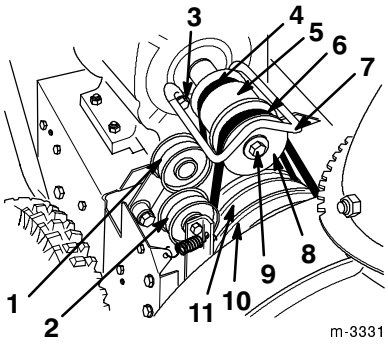

Figur 27
Byt drivremmen till hjuldrivningen (figur 27) om den blivit sliten, oljeindränkt eller fått andra skador. Du kan köpa en ny rem hos din auktoriserade Toro-återförsäljare.
5. Skruva bort de två skruvarna, de två brickorna och de två låsbrickorna som fäster remstyrningen (figur 27)
6. Skruva bort skruven, låsbrickan och brickan på motorns vevaxel (figur 27).
7. Dela och ta bort motorremskivan (figur 27).
9. Ta bort motorremskivan (figur 27).
10. Ta bort drivremmen till hjuldrivningen från drivremskivan och motorns vevaxel (figur 27).
11. Dra mellanremskivan för hjuldrivningen utåt och montera den nya drivremmen för hjuldrivningen (figur 27).
13. Dra mellanremskivan utåt och dra remmen till matarskruven/impellern framför motorremskivan och se till att remmen hamnar på insidan av mellanremskivan (figur 27).
5. Skruva bort de två skruvarna, de två brickorna och de två låsbrickorna som fäster remstyrningen (figur 27).
8. Ta bort drivremmen till matarskruv/impeller (figur 27).
9. Dra mellanremskivan utåt och lägg den nya remmen runt den stora remskivan på matarskruven/impellern (figur 27).
10. Dra remmen framför motorremskivan och se till att remmen hamnar på insidan av mellanremskivan (figur 27).